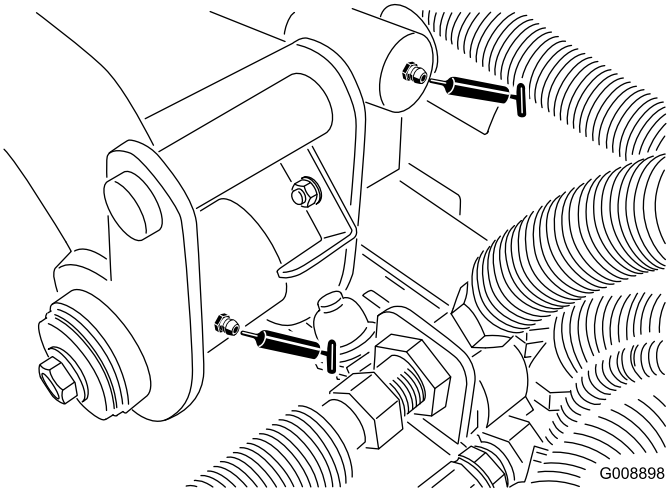

Figur 51
- Bageste løftearms drejetap og løftecylinder (2) (Figur 51)